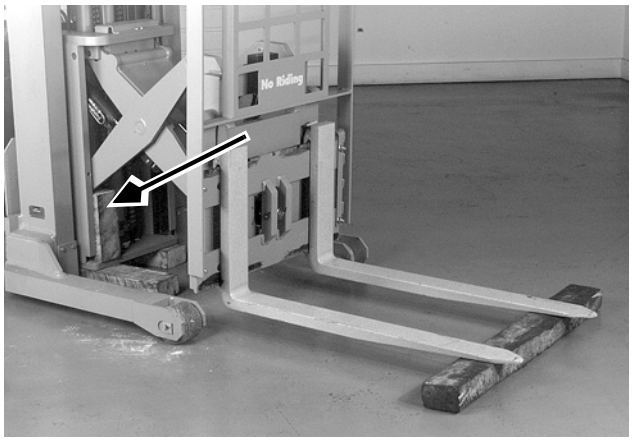

Figure 7-244: Blocking Reach Carriage
3. Extend the reach out and place a piece of 4x4 8.5 in. (215 mm) long between the carriage frame and the scissor end as shown. Clamp in place. See Figure 7-244.